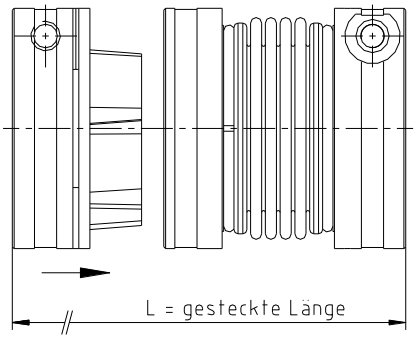

Bild 15
- Messen Sie die gesteckte Länge L (siehe Bild 15) der Kupplung und legen Sie das Einbaumaß (L - H = Einbaumaß) fest.